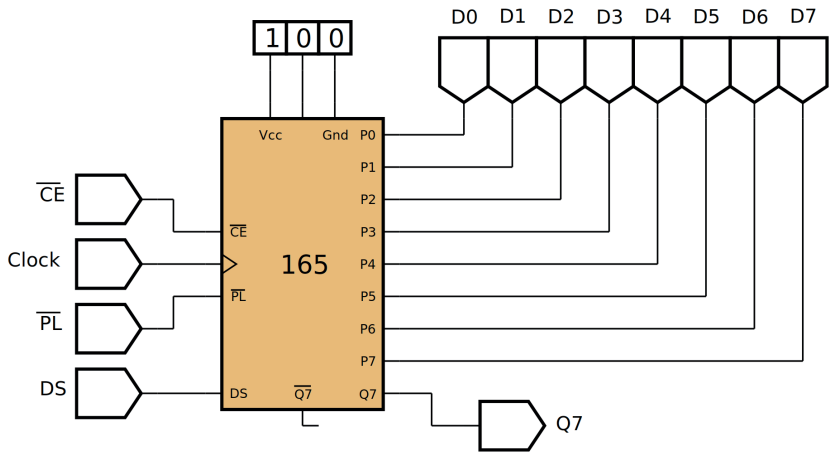

Figura 11.29 – Diagrama esquemático.
4. Utilize um programa de simulação em computador (SmartSim, Atanua, Qucs) faça a simulação do circuito da figura 11.29. Compare os resultados com a tabela 11.10.